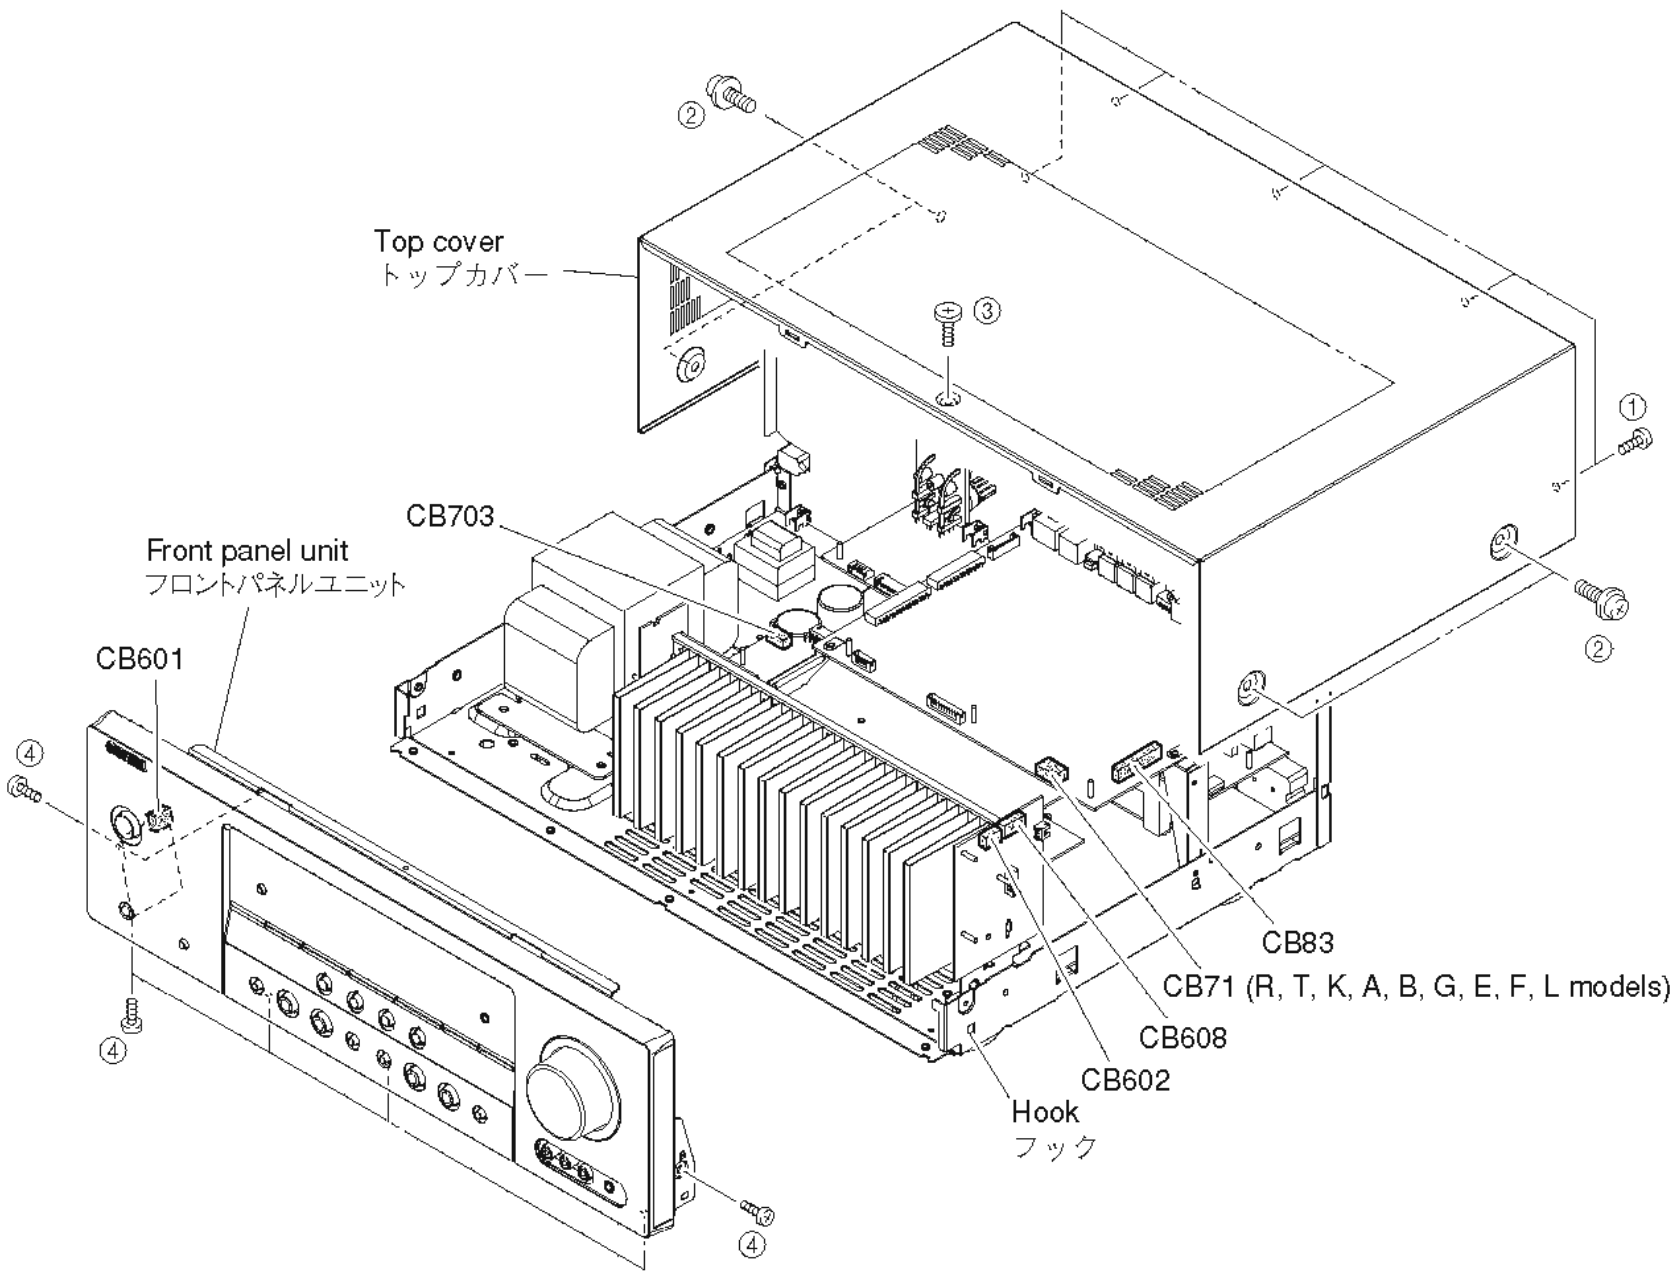

Fig. 1
a. Remove 5 screws (①), 4 screws (②) and 1 screw (③). (Fig. 1)
b. Slide the top cover rearward to remove it. (Fig. 1)
a. Remove 6 screws (④). (Fig. 1)
b. Remove CB71 (R, T, K, A, B, G, E, F, L models), CB83, CB601, CB602, CB608 and CB703. (Fig. 1)
c. Release hook and then remove the front panel unit. (Fig. 1)
a. ①のネジ5本、②のネジ4本、③のネジ1本を外します。(Fig. 1)
b. トップカバーを後方へスライドさせ、取り外します。(Fig. 1)
a. ④のネジ6本を外します。(Fig. 1)
b. CB83、CB601、CB602、CB608、CB703を外します。(Fig. 1)
c. フック1ヶ所を外し、フロントパネルユニットを取り外します。(Fig. 1)